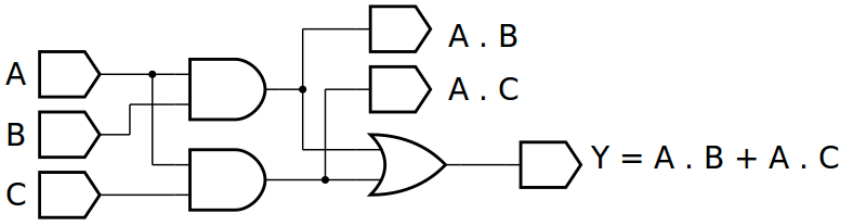
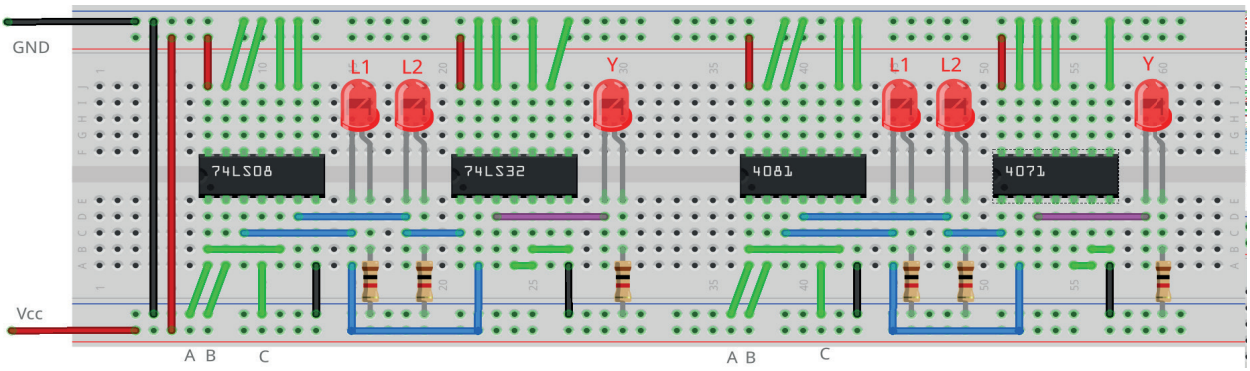

Figura 4.22 – Diagrama esquemático.
Figura 4.24 – Placa de montagem com componentes.
1. Monte o circuito da figura 4.22, conforme mostrado na figura 4.24, na placa de montagem.
6. Simule o circuito da figura 4.22 em um software de simulação para computador (SmartSim, Atanua ou Qucs) e compare com a tabela 4.8.